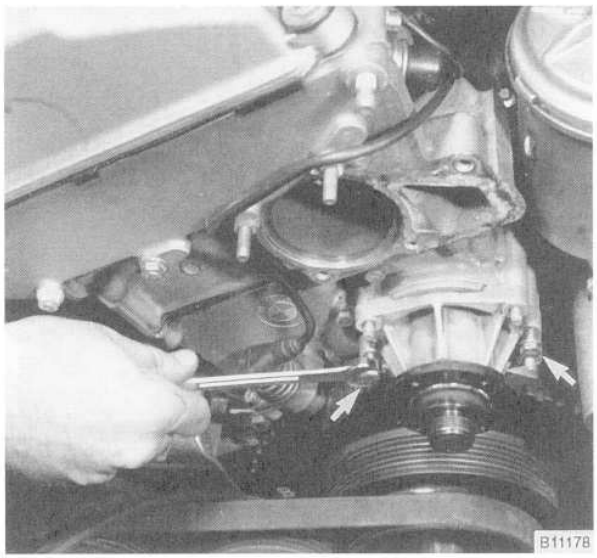

Fig. 13. Coolant pump being removed using two M6 bolts (**arrows**). Thread bolts in evenly to withdraw pump.
7. Using two M6 bolts, thread them into ears on either side of pump. Then slowly and evenly turn bolts in until pump is drawn out. See Fig. 13.